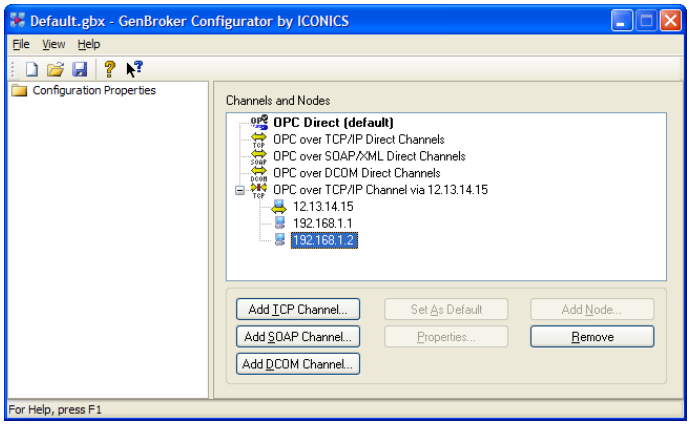

Figure L8.12: Adding a Node to an Indirect Channel
8. Add the two IP addresses of our two computers **Simopcserver (192.168.1.1)** and **Mywebserver (192.168.1.2)** to the **OPC over TCP/IP Channel via 12.13.14.15** by right clicking on the channel and selecting **Add Node**. This is shown in **Figure L8.12.**